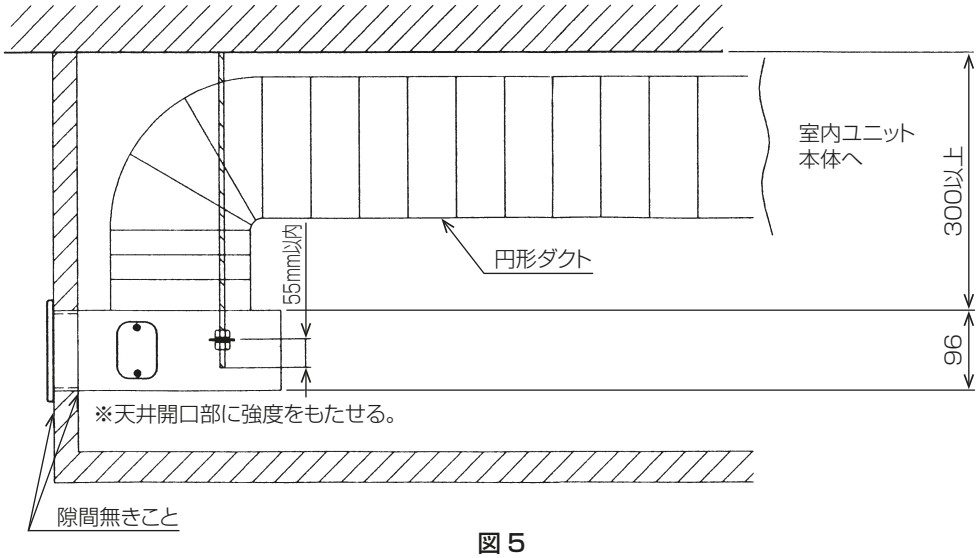

図 5
- 横吹出し据付けの標準施工仕様は**図 5** の方式としています。